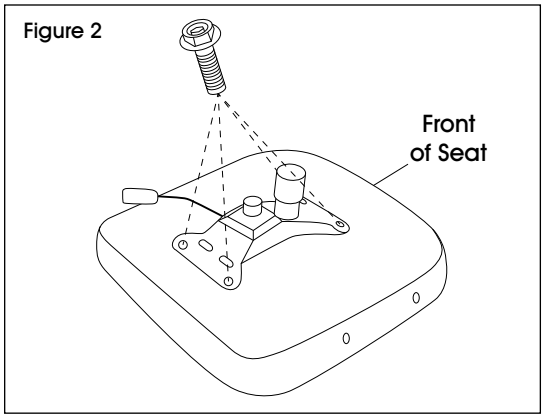

Figure 2
2. Align mechanism with holes on bottom of seat cushion with tension knob facing the front of seat. Use four 1/4 x 3/4" screws to secure. (See Figure 2)
2. Alignez le mécanisme sur les trous situés au bas du siège, la molette de réglage de tension étant orienté vers l'avant du siège. Fixez à l'aide de quatre vis de 1/4 x 3/4 po. (Voir Figure 2)